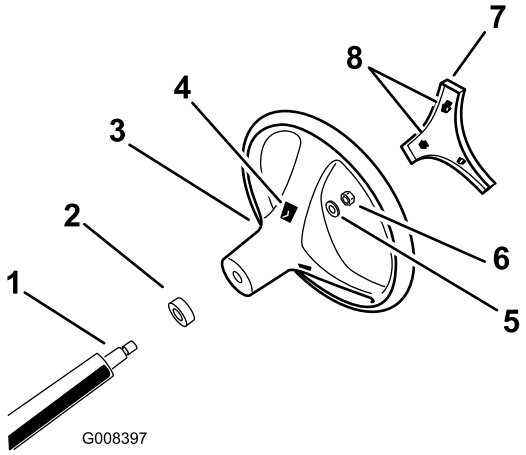

**Figur 3**
4. Fastgør rattet til akslen med låsemøtrikken (Figur 3). Spænd låsemøtrikken til 24 til 29 Nm
5. Ret tapperne i dækslet ind efter hullerne i rattet, og tryk dækslet fast på rattets nav (Figur 3).